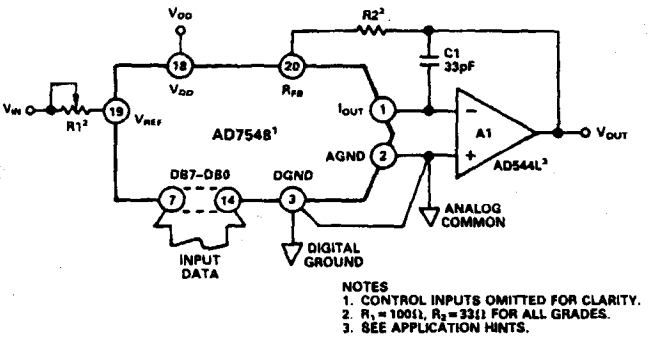
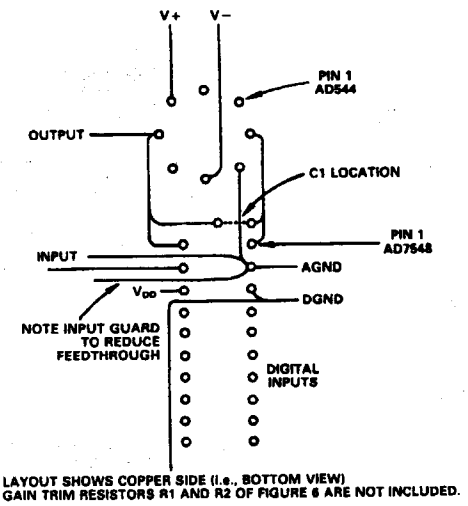

*Figure 6. Unipolar Binary Operation*
*Figure 9. Suggested Layout for AD7548 and Op Amp*
The contents of the DAC register can be overridden by pulling DF/$\overline{DOR}$ (pin 5) LOW. The CTRL (pin 6) input then determines whether the DAC register data is overidden by all 0s (CTRL LOW) or all 1s (CTRL HIGH). This feature allows the user to calibrate the AD7548 in circuits such as Figure 6 without calling on the microprocessor to load calibration data.
Figure 6 shows the analog circuit connections required for unipolar binary operation. With a dc input voltage or current (positive or negative polarity) applied at pin 19, the circuit is a unipolar D/A converter. With an ac input voltage the circuit provides 2-quadrant multiplication (digitally controlled attenuation).
Table I shows the code relationship for the circuit of Figure 6.
*Table I. Unipolar Binary Code Table for Circuit of Figure 6*
**Output Offset:** CMOS D/A converters in circuits such as Figures 6 and 7 exhibit a code dependent output resistance which in turn cause a code dependent amplifier noise gain. The effect is a code dependent differential nonlinearity term at the amplifier output which, depends on $V_{OS}$ where $V_{OS}$ is the amplifier input offset voltage. To maintain monotonic operation it is recommended that $V_{OS}$ be no greater than $(25 \times 10^{-6})(V_{REF})$ over the temperature range of operation. Suitable op amps are AD517L and AD544L. The AD517L is best suited for fixed reference applications with low bandwidth requirements: it has extremely low offset (50μV) and in most applications will not require an offset trim. The AD544L has a much wider bandwidth and higher slew rate and is recommended for multiplying and other applications requiring fast settling. An offset trim on the AD544L may be necessary in some circuits.
**Feedthrough:** The dynamic performance of the AD7548 will depend upon the gain and phase stability of the output amplifier, together with the optimum choice of PC board layout and decoupling components. A suggested printed circuit layout for Figure 6 is shown in Figure 9 which minimizes feedthrough from $V_{REF}$ to the output in multiplying applications.